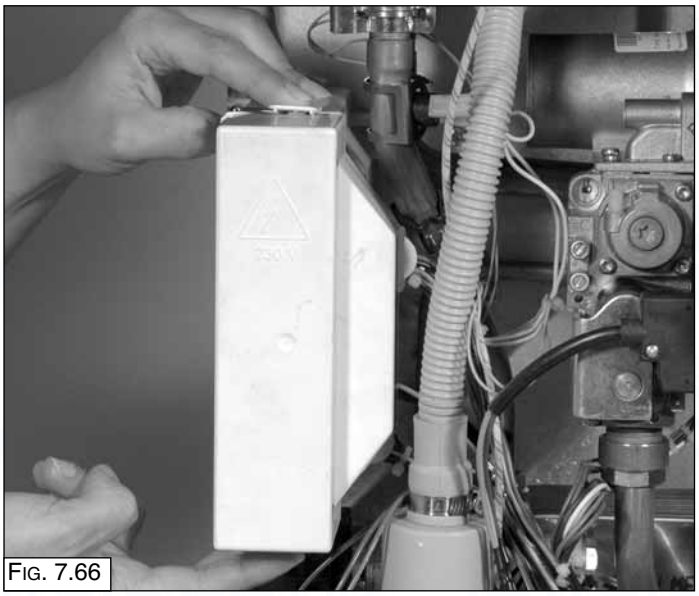

Fig. 7.66
1. Remove the inspection cover of the PCB box (Fig. 7.66 - 7.67);
1. Remove the inspection cover of the PCB box (Fig. 7.66- section 7.6.7);